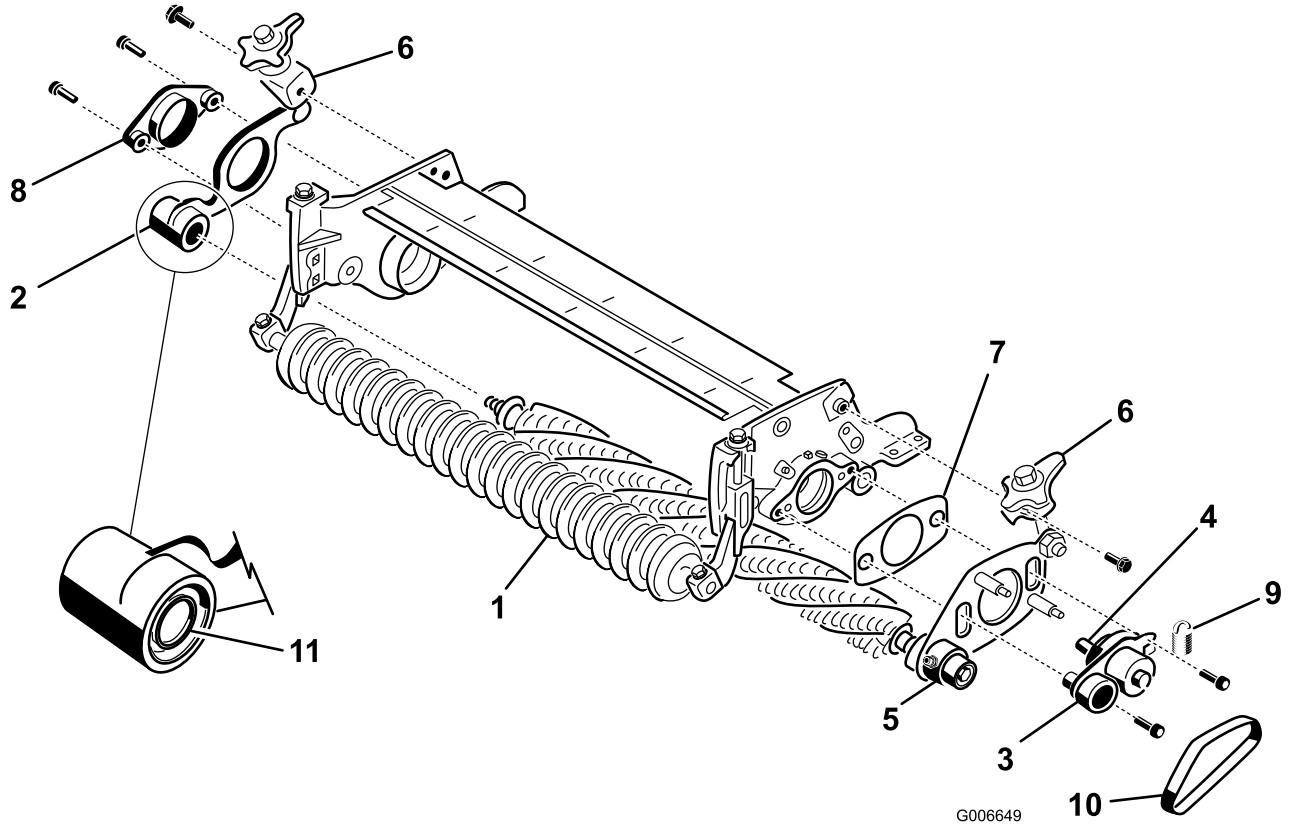

Figur 9
14. På **ikke-driv** siden til trimsatsenheten, skyv trimsatsplaten med hurtig-opp-hendel av trimsatsakselenheten (Figur 9).
16. På driv-siden av klippeenheten, monter svingnavet, trimsatsplaten på drivsiden med hurtig-opp-hendel og mellomlegget til klippeenhetens sideplate med (to) 3/8 x 1 tomme sokkelhodeskruer (Figur 9). Påfør blå Loctite på skruegjengene før montering.
17. Monter ikke-drivtrimsatsplaten på trimsatsakselen (Figur 9). Pass på så du ikke slår av fjærtetningen.
18. Fest ikke-drivsvingnavet til klippeenhetens sideplate med (to) 3/8 x 1 tommer skruer (Figur 9). Påfør blå Loctite på skruegjengene før montering.
20. Monter hurtig-opp-hendelenheten på sideplatene med 3/8 x 3/4 tomme flenshodebolter (Figur 9).
21. Monter trimsatsremmen på remskivene (Figur 9). Pass på at ribbene på remmen sitter skikkelig i sporene på hver remskive.